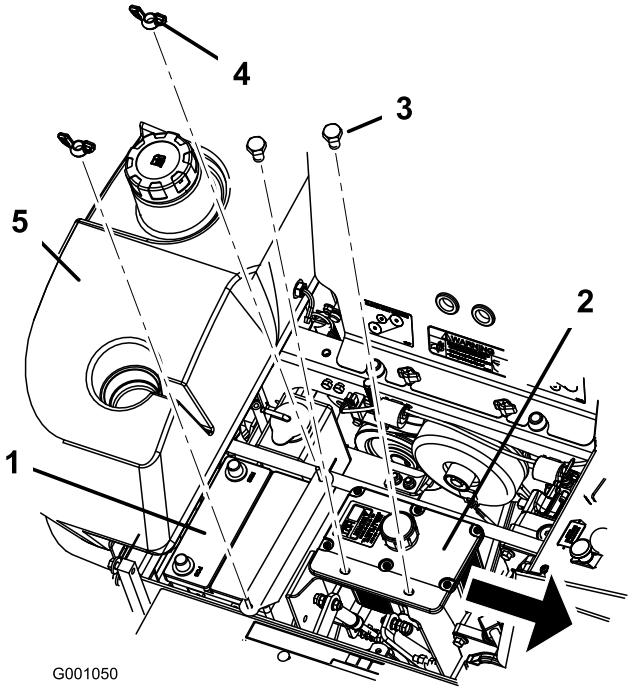

Figur 53
6. Fjern vingemutrene (1/4 tomme) som fester batteriklemmen (Figur 53).
7. Fjern de to boltene som holder den hydrauliske tanken (Figur 53).
1. Plasser batteriet med polene vendt bort fra den hydrauliske tanken (Figur 53).
6. Fest batteriet med to J-bolter, batteriklemmen, to skriver (1/4 tomme) og to vingemutrer (1/4 tomme) (Figur 53).